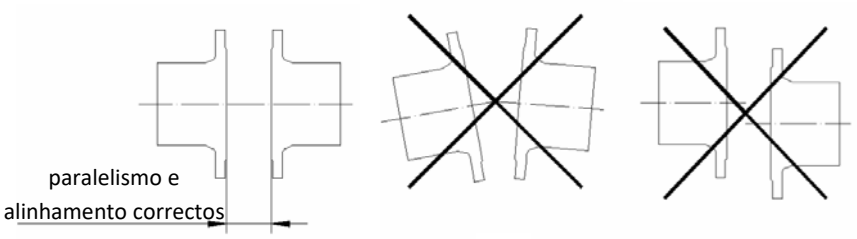

fig. 1
- É necessário ter especial cuidado em manter a distância correcta entre os flanges e que estes estejam correctamente alinhados e paralelos (fig. 1).